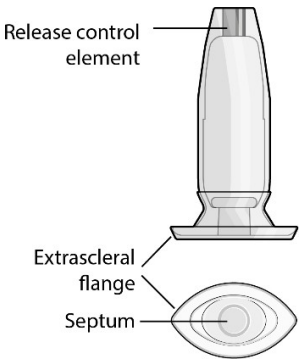

Figure 29
- SUSVIMO implant (Figure 29) is capable of holding 0.02 mL of drug, and is secured within the sclera, by the extrascleral flange that remains visible through the conjunctiva following insertion.